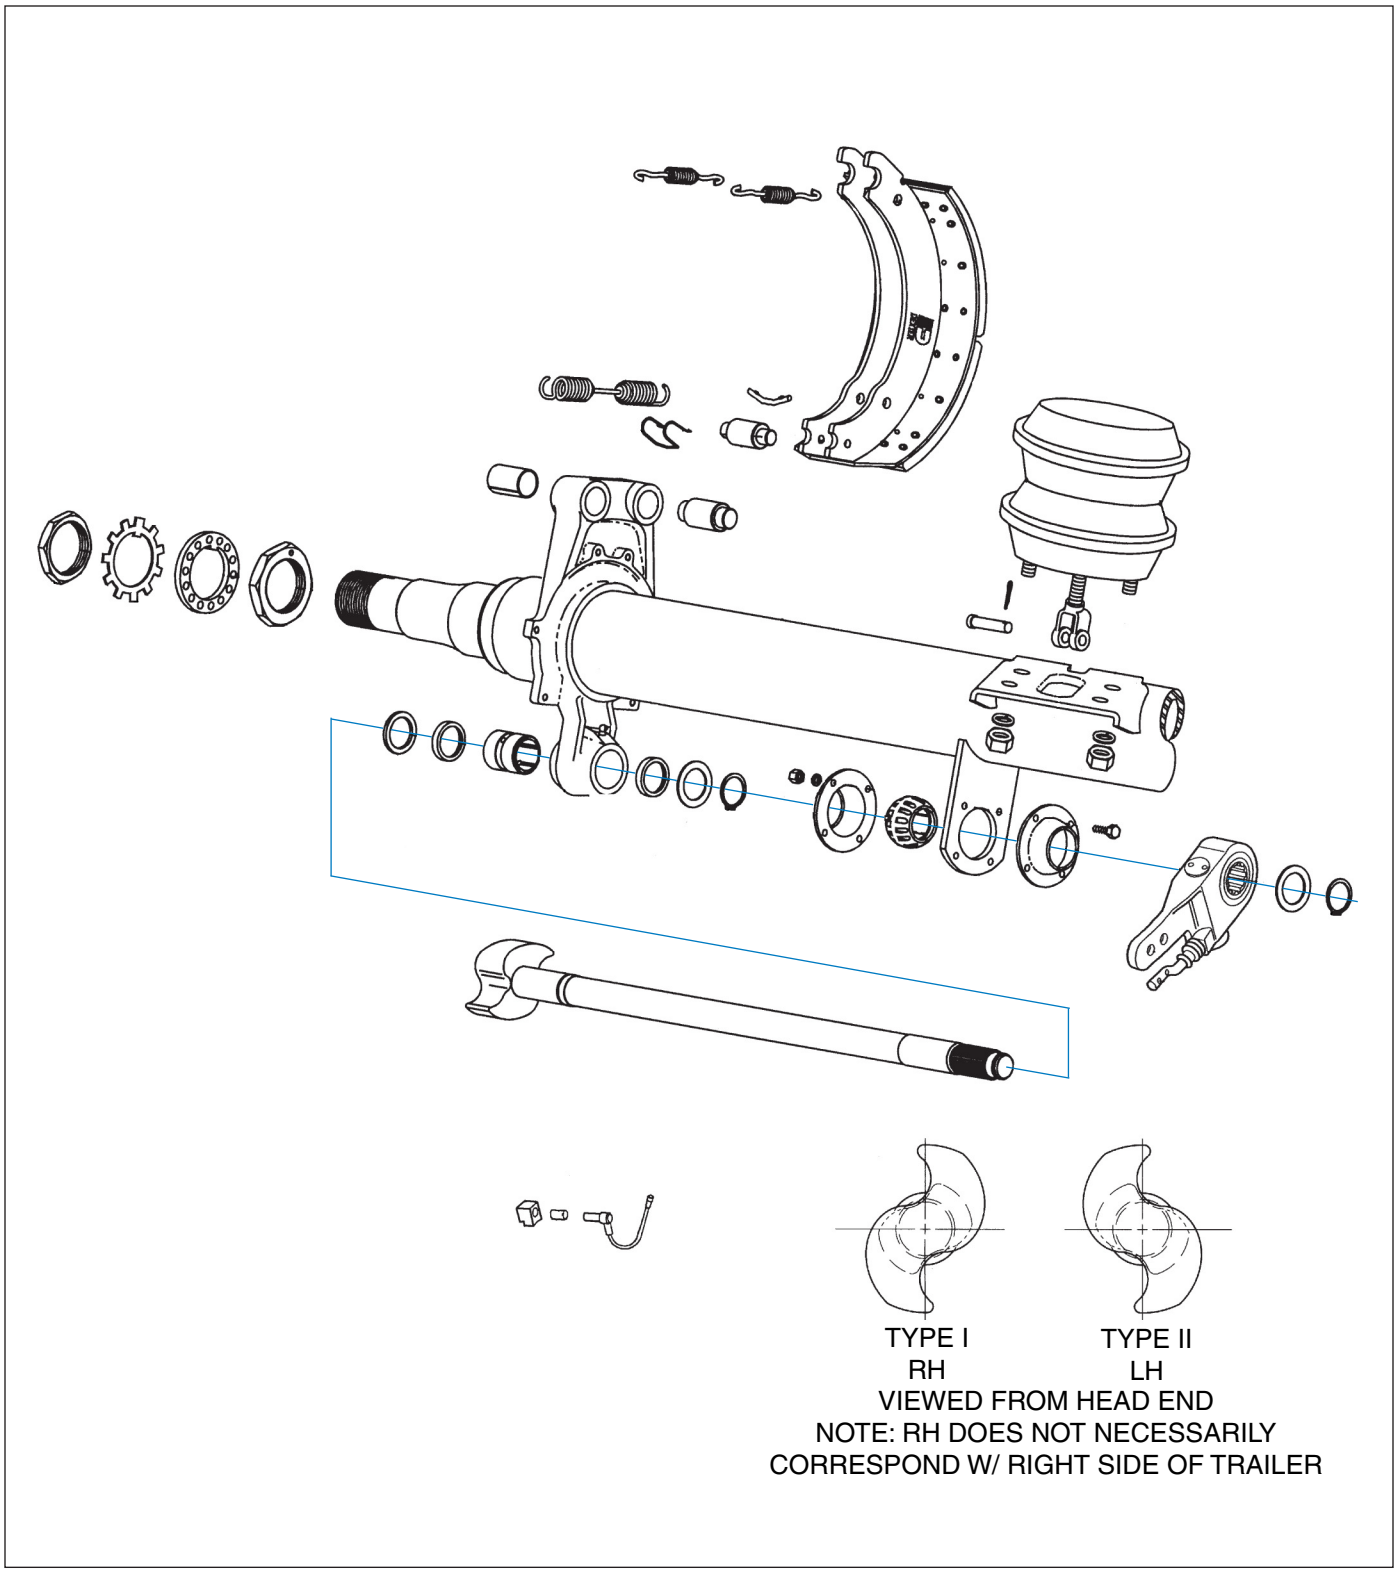

Figure 4-11: Axle and Brake Assembly
4. Remount the brake chamber on the axle brackets and reconnect the air service hoses and the slack adjuster connecting rod (*See Figure 4-11*)
1. Release brakes and back off slack adjuster (***See Figure 4-11***)